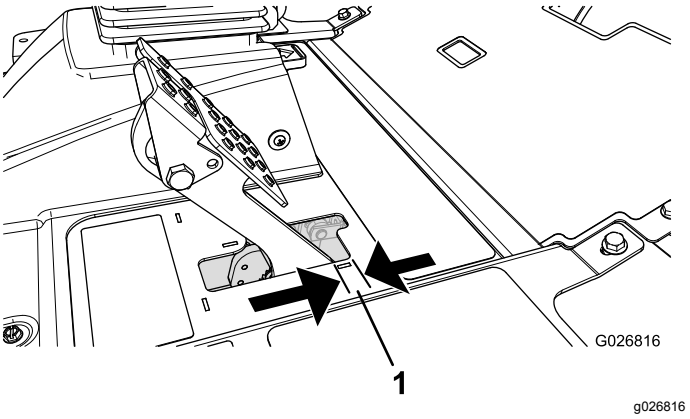

Figur 84
Justera bromsarna om bromspedalen har mer än 2,5 cm fritt spel eller om större fasthållningskraft krävs (Figur 84). Det fria spelet är det avstånd bromspedalen förflyttar sig innan bromsmotståndet känns av.
2. Dra åt den bakre muttern så att kabeln förs bakåt tills bromspedalerna har ett spel på 0,63–1,27 cm innan hjulen låses (Figur 84).